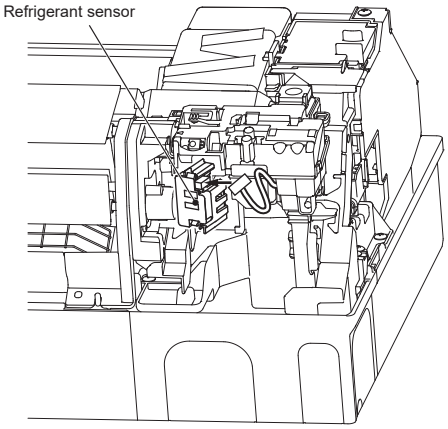

Fig. 2
3) Connect the lead wire to refrigerant sensor. (Fig. 2)